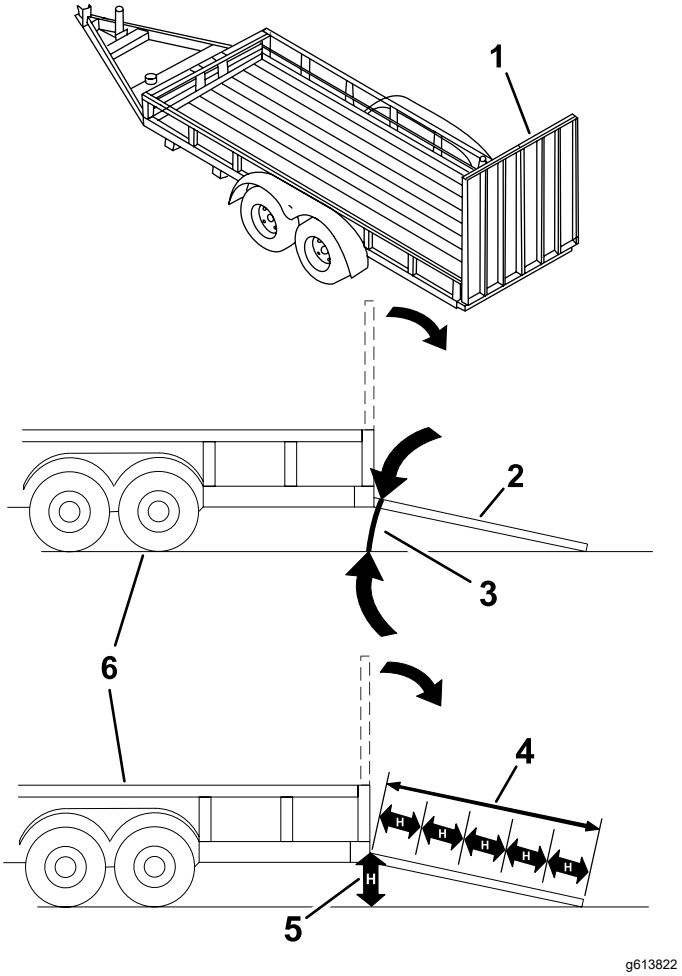

Figura 30
El cargar la máquina en un remolque o un camión aumenta la posibilidad de un vuelco y podría causar lesiones graves o la muerte (Figura 30).
3. Baje la rampa (Figura 30).
1. Baje la rampa, asegurándose de que el ángulo entre la rampa y el suelo no supera los 12 grados (Figura 30).